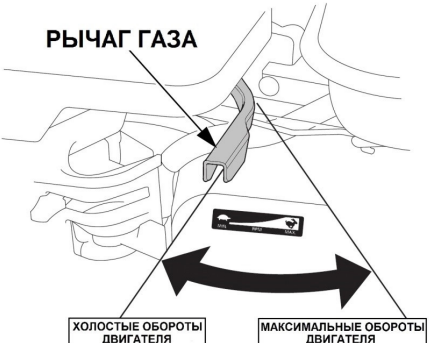

**Рис. 20 Положения рычага газа**
2. Открутите гайки 2 крепления полозка 1 на 1-2 оборота и установите полозок на необходимую высоту (Рис. 20). Снова затяните гайки.
5. Переведите рычаг газа на 1/3 хода в сторону положения максимальных оборотов двигателя (Рис. 20).